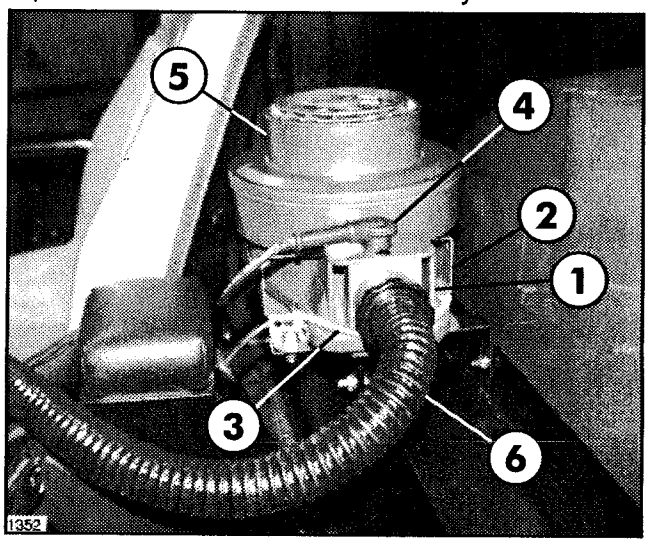

FIG. 7
14. Slide the Motor/Blower Unit into the Vehicle Mount PAPR Assembly and secure using Spring on top of Vehicle Mount PAPR Assembly. See FIG. 7.